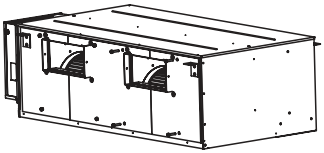

Рис. 10
4) Один человек поддерживает нижнюю часть узла двигателя вентилятора; другой фиксирует винты M8, чтобы узел был закреплен на передней панели (рис. 10).